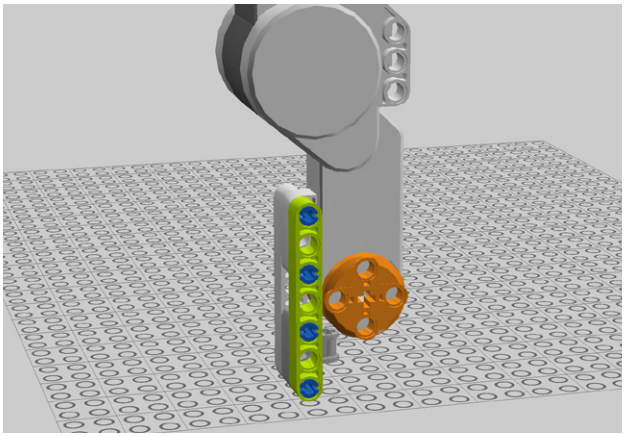

Figure 9-93. *Step 88: Adding a 7M beam*
88. Secure the ends of the 3M pegs with another 7M beam (Figure 9-93).